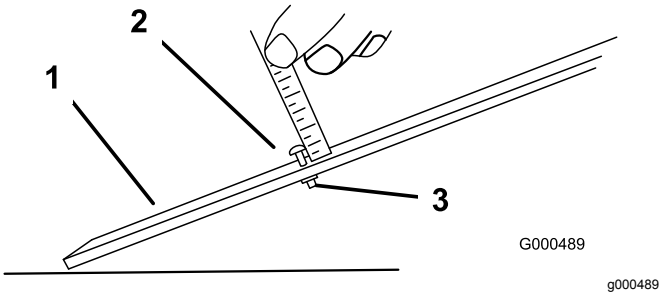

Rysunek 13
1. Poluzuj nakrętkę na pręcie wskaźnika i ustaw śrubę regulacyjną na wymaganą wysokość cięcia (Rysunek 13).